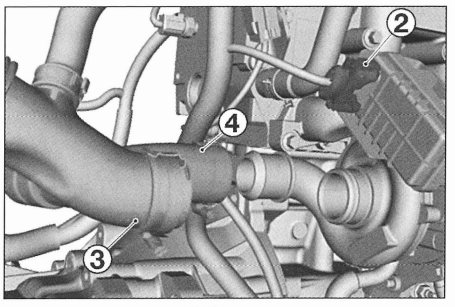

FIG. 34
• Desconectar **(fig. 34):**
- el conector eléctrico (2) del mando electrónico del turbocompresor.
- el tubo de admisión de aire (3) en el turbocompresor.
- el tubo de salida de aire (4) del turbocompresor.